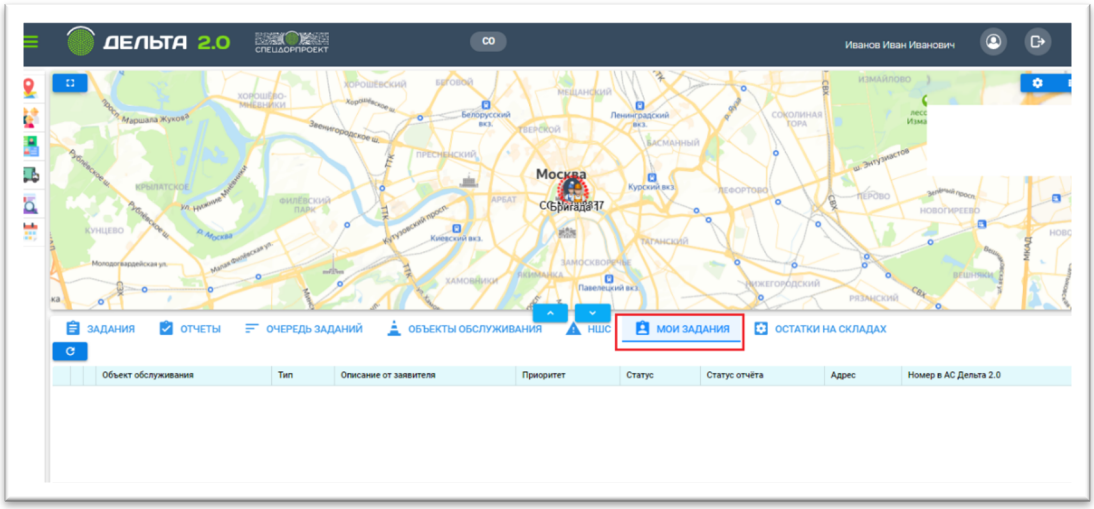

Рисунок 71 - Вкладка «Диспетчерская», вкладка «Мои задания», доступные опции
- Вкладка «Мои задания». В данной форме доступны следующие опции: информация о заданиях, назначенных на сотрудника в роли диспетчера и имеющего доступ и квалификацию выполнять заявки. (Рис. 71).